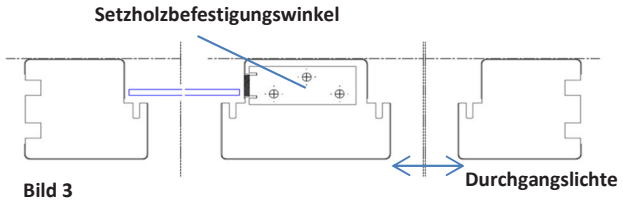

Bild 3
- Setzholzposition am geplanten Montagestandort ausmessen bzw. mittels Naturmaß bestimmen (Bild 3)